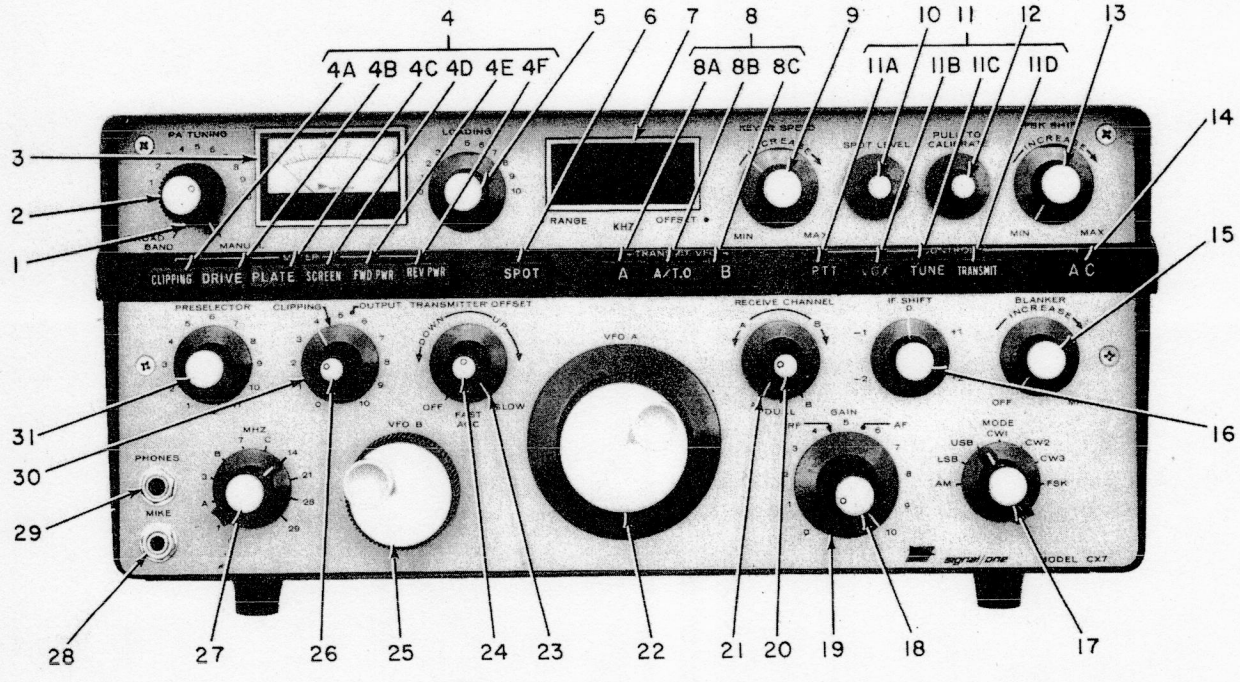

Figure 2-1. Model CX7 Front View
2.2 Controls, Connectors, and Indicators. Front or rear panel controls, connectors, and indicators used in operating the Model CX7 are shown in Figures 2-1 and 2-2 and described in Table 2-1. The descriptions given in the table are not intended to be operating instructions, but only a reference to determine the function of each item. The actual operating procedures are covered in paragraphs 2.3 through 2.4.6.